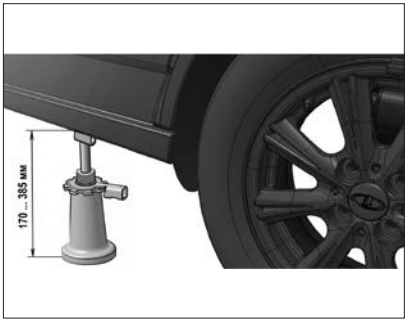

Рис. 83. Замена колеса
– установите домкрат (рис. 83) в ближайшее к заменяемому колесу обозначенное место, затем заведите домкрат под автомобиль в горизонтальном положении, подведите опорную площадку держателя к ребру порога так, чтобы ребро попало в выемку углового фиксатора домкрата, и выровняйте домкрат вертикально. При этом необходимо избегать наклонного положения домкрата в плоскости вдоль автомобиля;